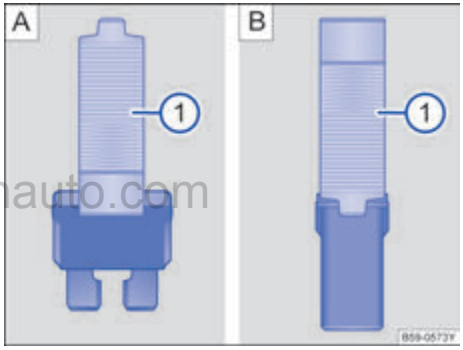

图 143 用塑料夹钳拔出或插入保险丝：A 扁平插入式保险丝；B 方块型保险丝
– 必要时将塑料夹钳→图 143 ① 从相应保险丝盒的盖板中取出。
– 根据保险丝型号，将塑料夹钳的合适夹嘴→图 143 A ① 或 →图 143 B ① 从侧面推到保险丝上。